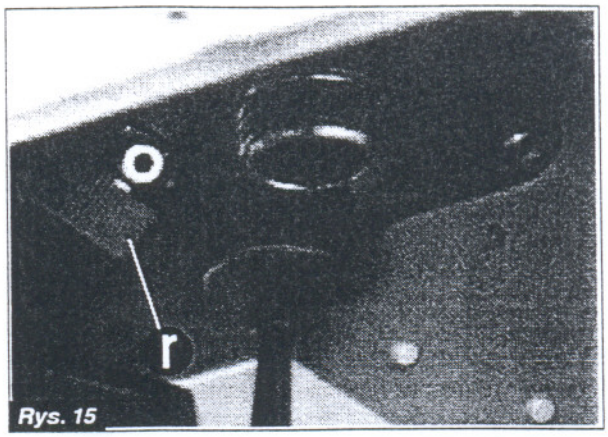

Rys. 15
- Otwórz na przykład jeden z odwadniaczy instalacji lub korek spustowy kotła (**r rys. 15**) co spowoduje ujęcia powietrza.